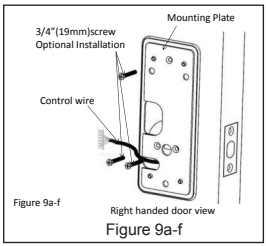

Figure 9a-f
a. From the side marked "This side against door", route the Control Wire through the rectangular slot in the Mounting Plate (Figure 9a).